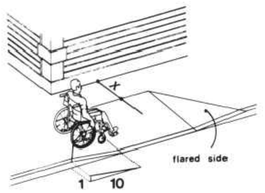

**Figure 12(a)**
**4.7.5 SIDES OF CURB RAMPS.** If a curb ramp is located where pedestrians must walk across the ramp, or where it is not protected by handrails or guardrails, then it shall have flared sides; the maximum slope of the flare shall be 1:10 (see Fig. 12(a)). Curb ramps with returned curbs may be used where pedestrians would not normally walk across the ramp (see Fig. 12(b)).